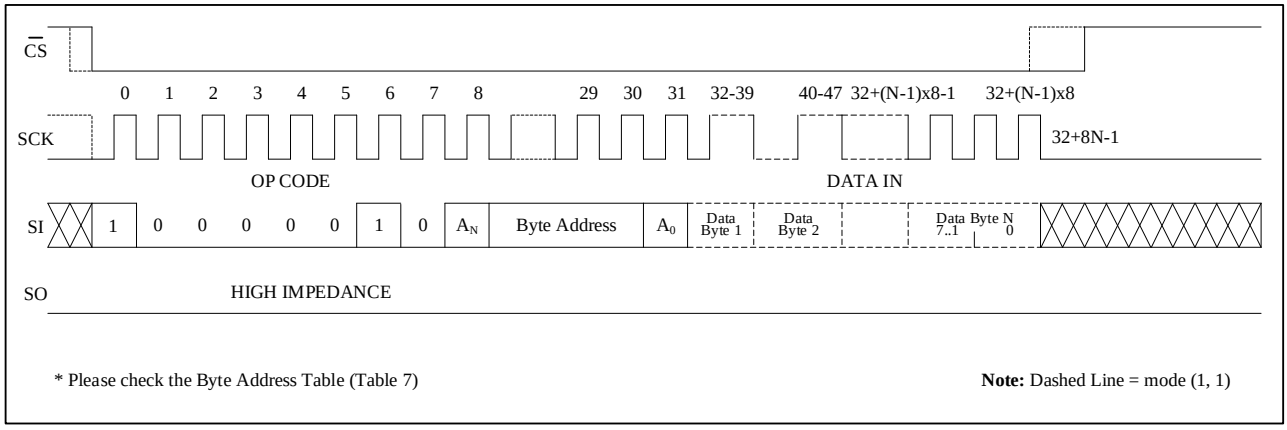

Figure 6
Write Identification Page: The additional 256-byte Identification Page (IP) (256 bytes) is an additional page which can be written and (later) permanently locked in Read-only mode. Writing this page is achieved with the Write Identification Page instruction， according to timing shown in Figure 6. Address bit A10 must be 0, upper address bits are Don't Care, the lower address bits [A7:A0] address bits define the byte address inside the identification page. The byte address must not exceed the 256-byte page boundary.
Write Status Register: The Status Register is written by sending a WRSR instruction according to timing shown in Figure 6. Only bits 2, 3, 4, 5, 6 and 7 can be written using the WRSR command.